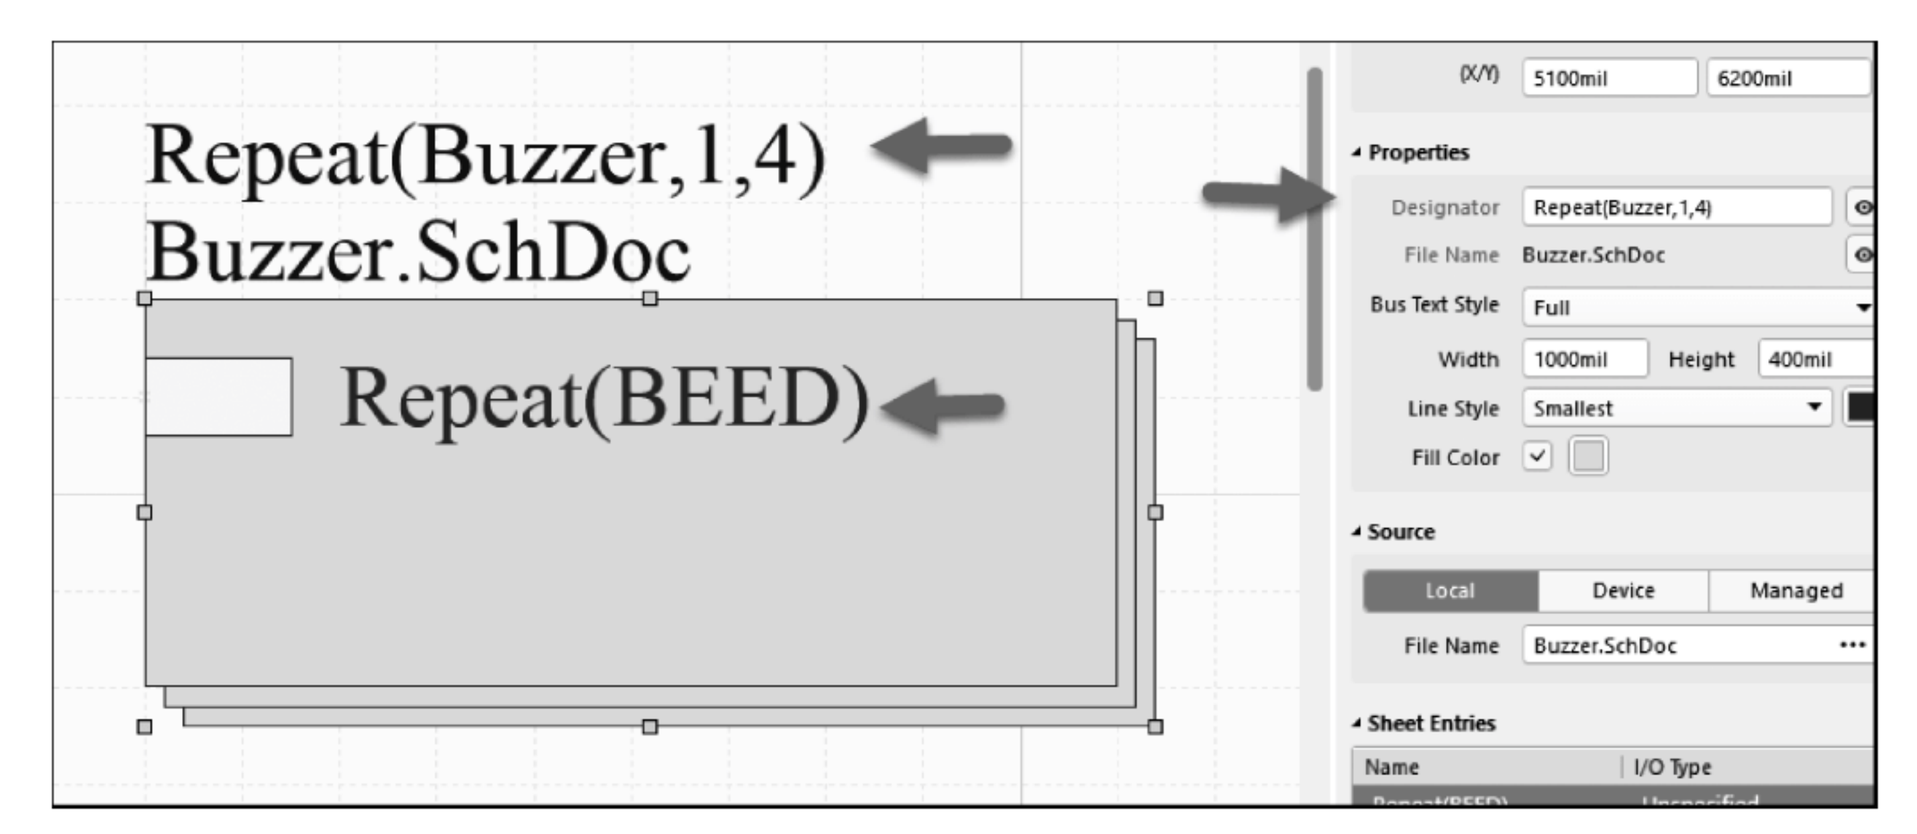

图 1-52　使用 Repeat 语句
- 双击 Buzzer 页面符的 Designator 和重复信号的图纸入口，改为 Repeat 语句，如图 1-52 所示。